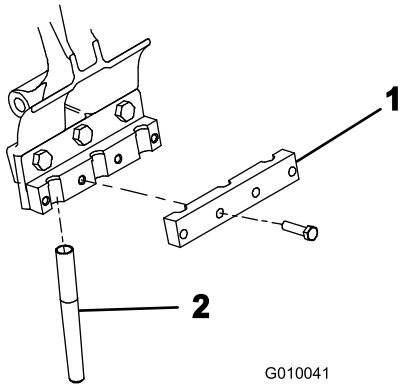

Rysunek 24
4. Luźno zamocuj zacisk zęba do każdego uchwytu zęba za pomocą 4 śrub (3/8 x 1-1/2 cala) (Rysunek 24). Nie dokręcaj śrub.